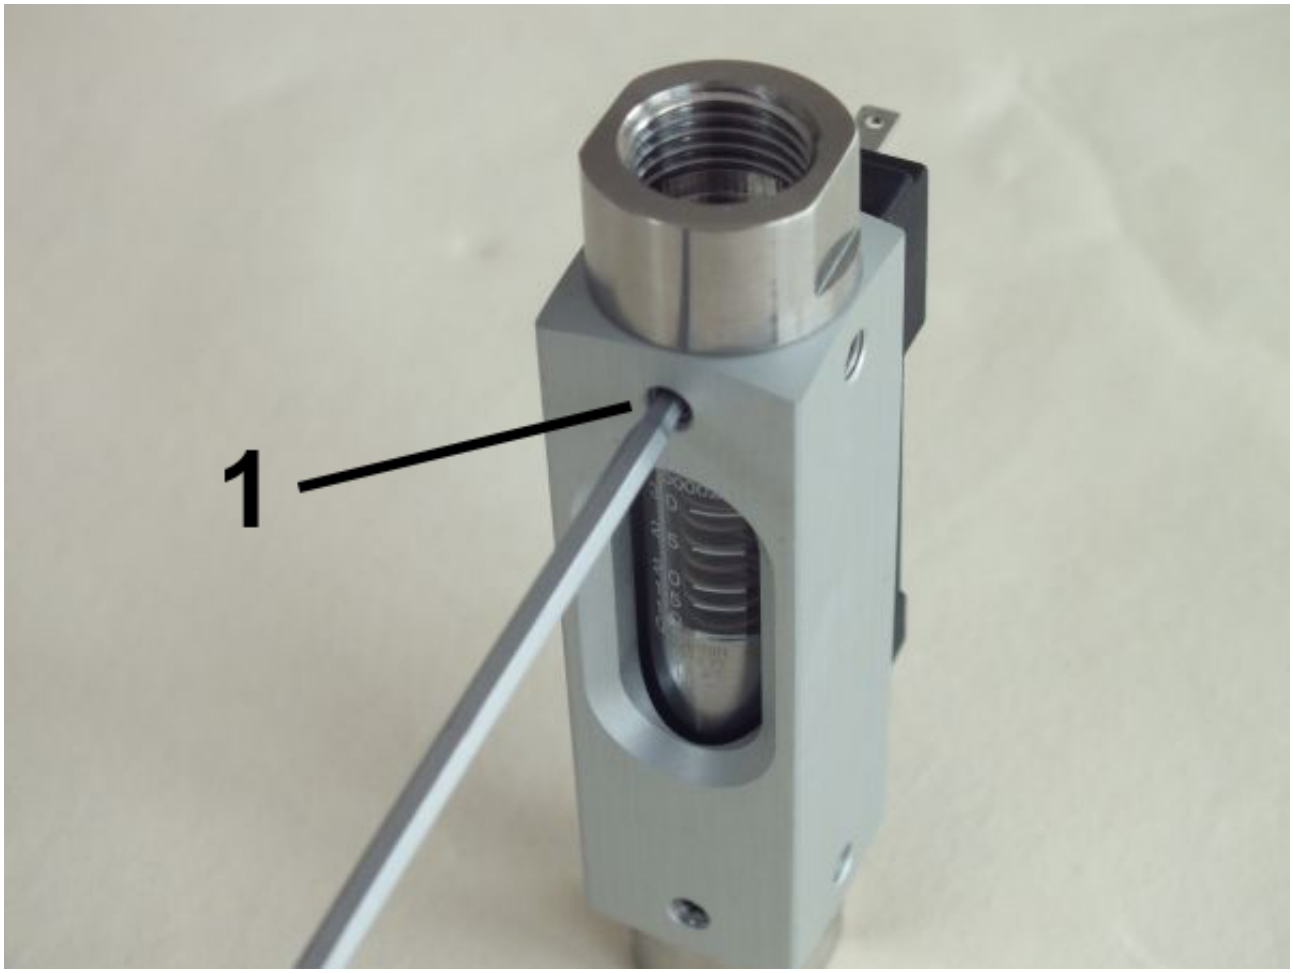

Fig. 35: Loosen screws
1. Loosen the top 4 hex socket screws (*Fig. 35*/1) using a hex screwdriver.